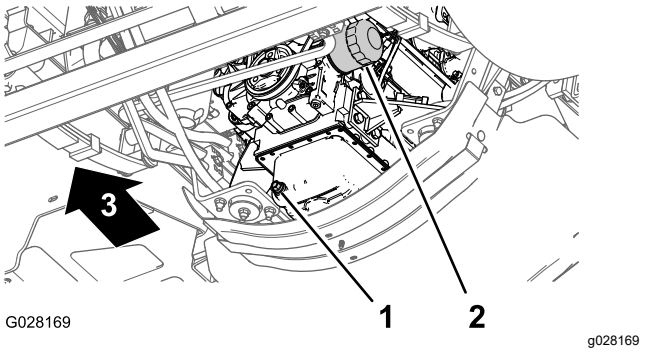

Figura 74
3. Alinhe um recipiente de escoamento debaixo do filtro de óleo do motor (Figura 74).
4. Retire o filtro do óleo antigo (Figura 74).
8. Instale um filtro do óleo no adaptador do filtro, rode o filtro de óleo no sentido horário até que a junta de borracha entre em contacto com o adaptador do filtro; em seguida, aperte o filtro mais ½ de volta (Figura 74).
1. Alinhe um recipiente de escoamento com o tampão de escoamento (Figura 74).
2. Retire o tampão de escoamento (Figura 74) e deixe o óleo escoar completamente.